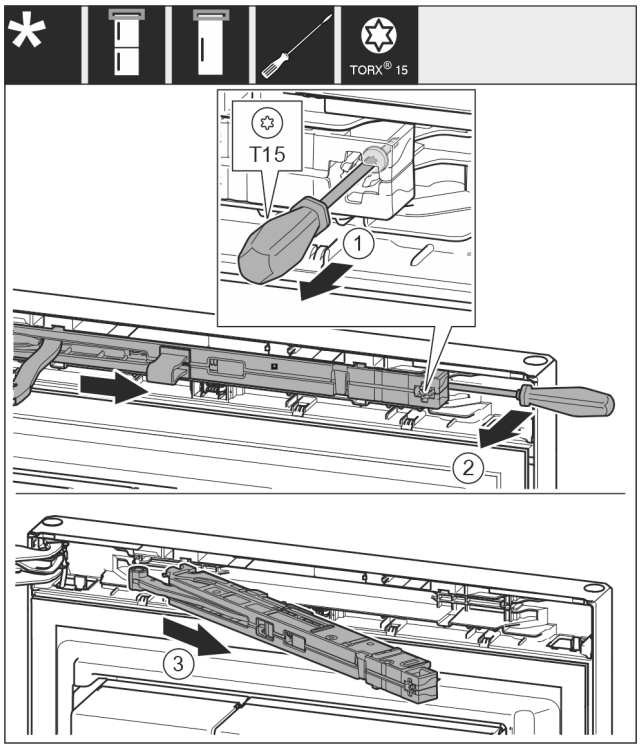

Fig. 12
▶ Desfaceți șurubul *Fig. 12 (1)* aprox. 14 mm de la unitatea amortizorului de închidere cu șurubelnița.
▶ Desprindeți cu o pârghie unitatea amortizorului de închidere *Fig. 12 (2)* de pe partea mânerului cu șurubelnița spre înainte.
▶ Extrageți unitatea amortizorului de închidere *Fig. 12 (3)*.